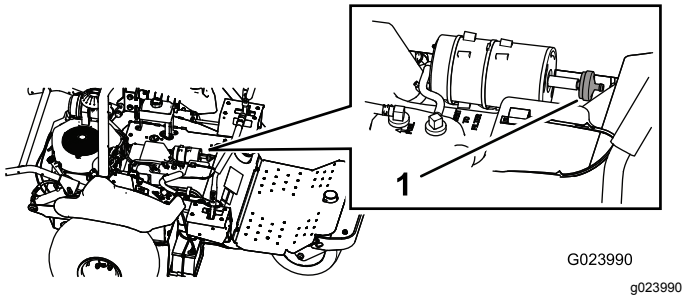

Рисунок 46
3. Отсоедините фильтр от бачка с активированным углем (Рисунок 46).